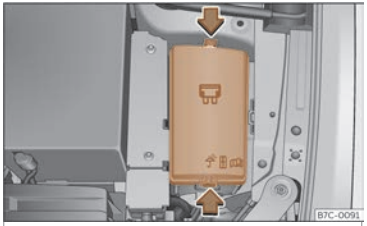

Fig. 47 No van motor:tapa da caixa de fusibles.
- Prema as pestanas de bloqueo para desbloquear a tapa da caixa de fusibles ››› **fig. 47**.